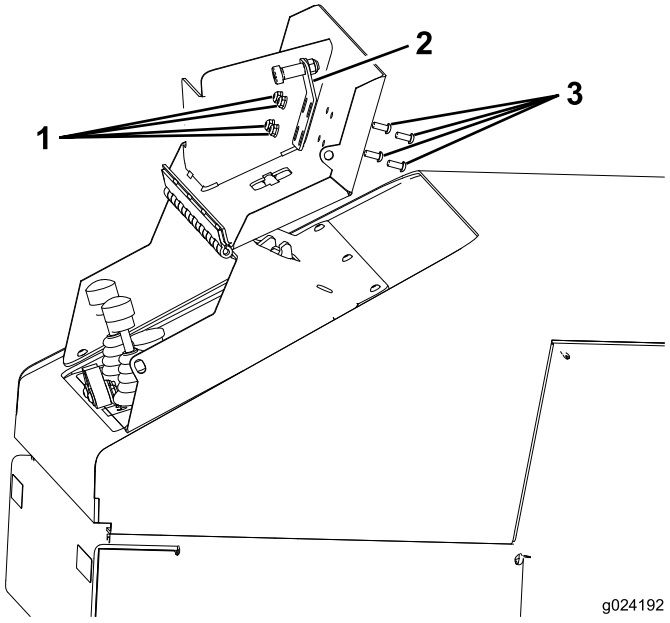

Figure 6
4. Fixez le support de loquet assemblé à la machine avec 4 boulons à tête creuse hexagonale (1/4 x 5/8 po) et 4 écrous à embase (1/4 po) (Figure 6).